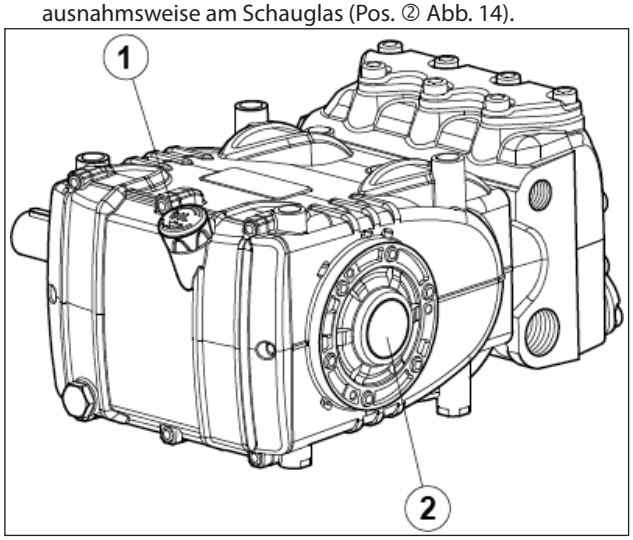

Abb. 14
5. Der Ölstand im Pumpengehäuse korrekt ist, u.z. über den entsprechenden Messstab (Pos. ① Abb. 14) und ausnahmsweise am Schauglas (Pos. ② Abb. 14).